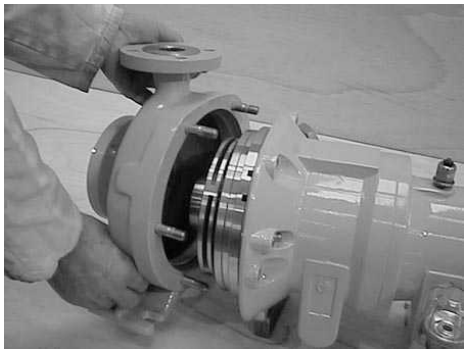

Fig. 57
8.37 Fit the Casing (41.41) to the Coupling Housing (43.43) and secure using the Casing Retention Nuts (41.N11) and Casing Retention Washers (41.W11). - **Fig. 57**